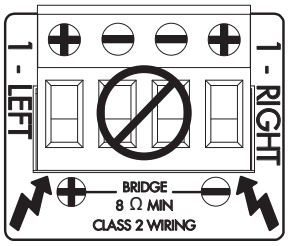

Figure 12: Bridging Channels
3. Connect the speaker's "+" lead to the left side of the connector marked "+" (see Figure 12).
4. Connect the speaker's "–" lead to the right side of the connector marked "+" (see Figure 12).